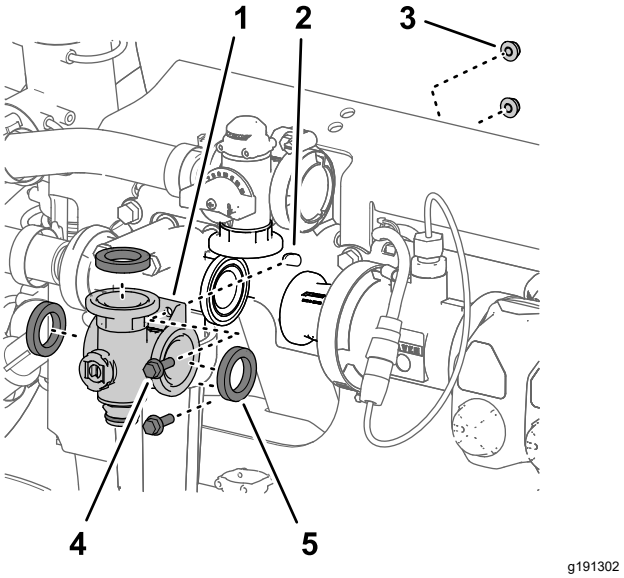

Figure 126
3. Remove the 2 flange-head bolts (1/4 x 3/4 inch) and 2 flange locknuts (1/4 inch) that secure the agitation-valve manifold to the valve support (Figure 126).
4. Remove the agitation-valve manifold and gaskets from the machine (Figure 126).